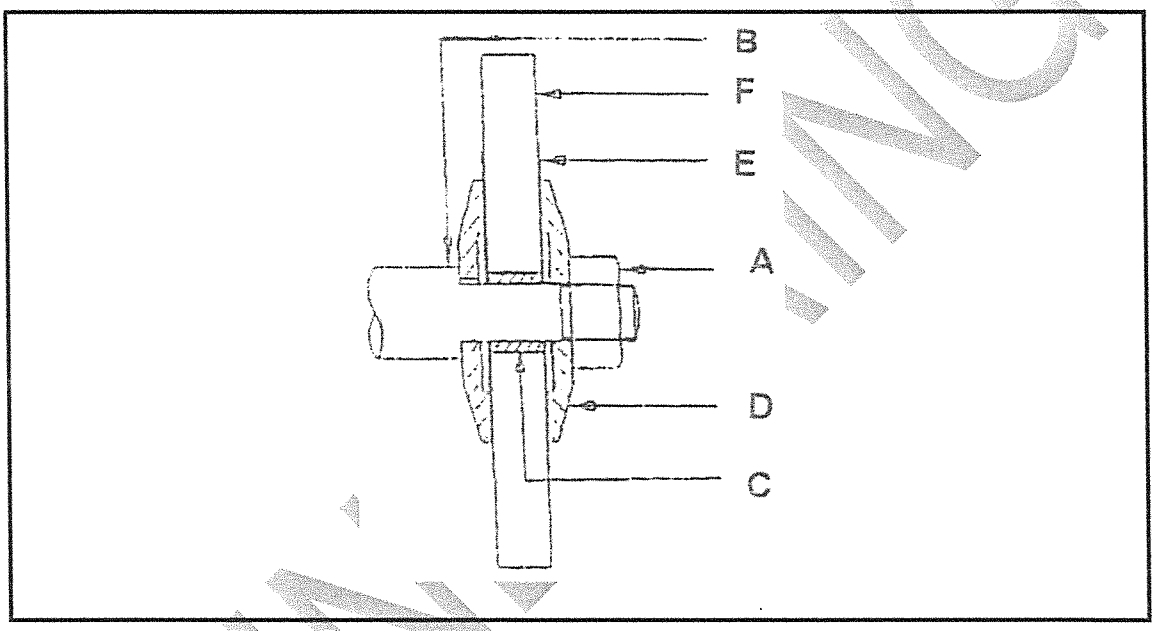

FIGURE 3 (6)
11.3 Write only the name of the components (FIGURE 3) next to the letters (A–F) in the ANSWER BOOK.